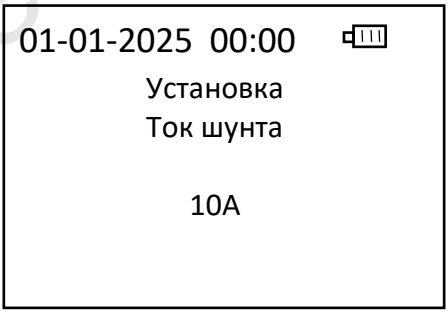

Рисунок 8.15
8.2.5.2 Если к 3-му каналу подключен шунт, то для отображения тока необходимо выбрать пункт «А» в меню установки 3-го канала и установить номинал шунта (рис. 8.15). Выбор номинала тока шунта производят с помощью кнопок «стрелка влево» и «стрелка вправо».